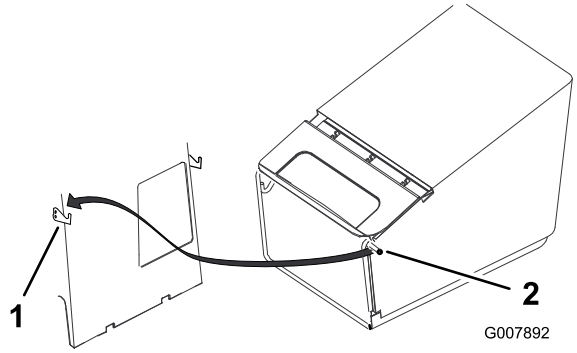

Figur 20
4. Heng gressposetappene på krokene på gressklipperen, som vist i Figur 20.